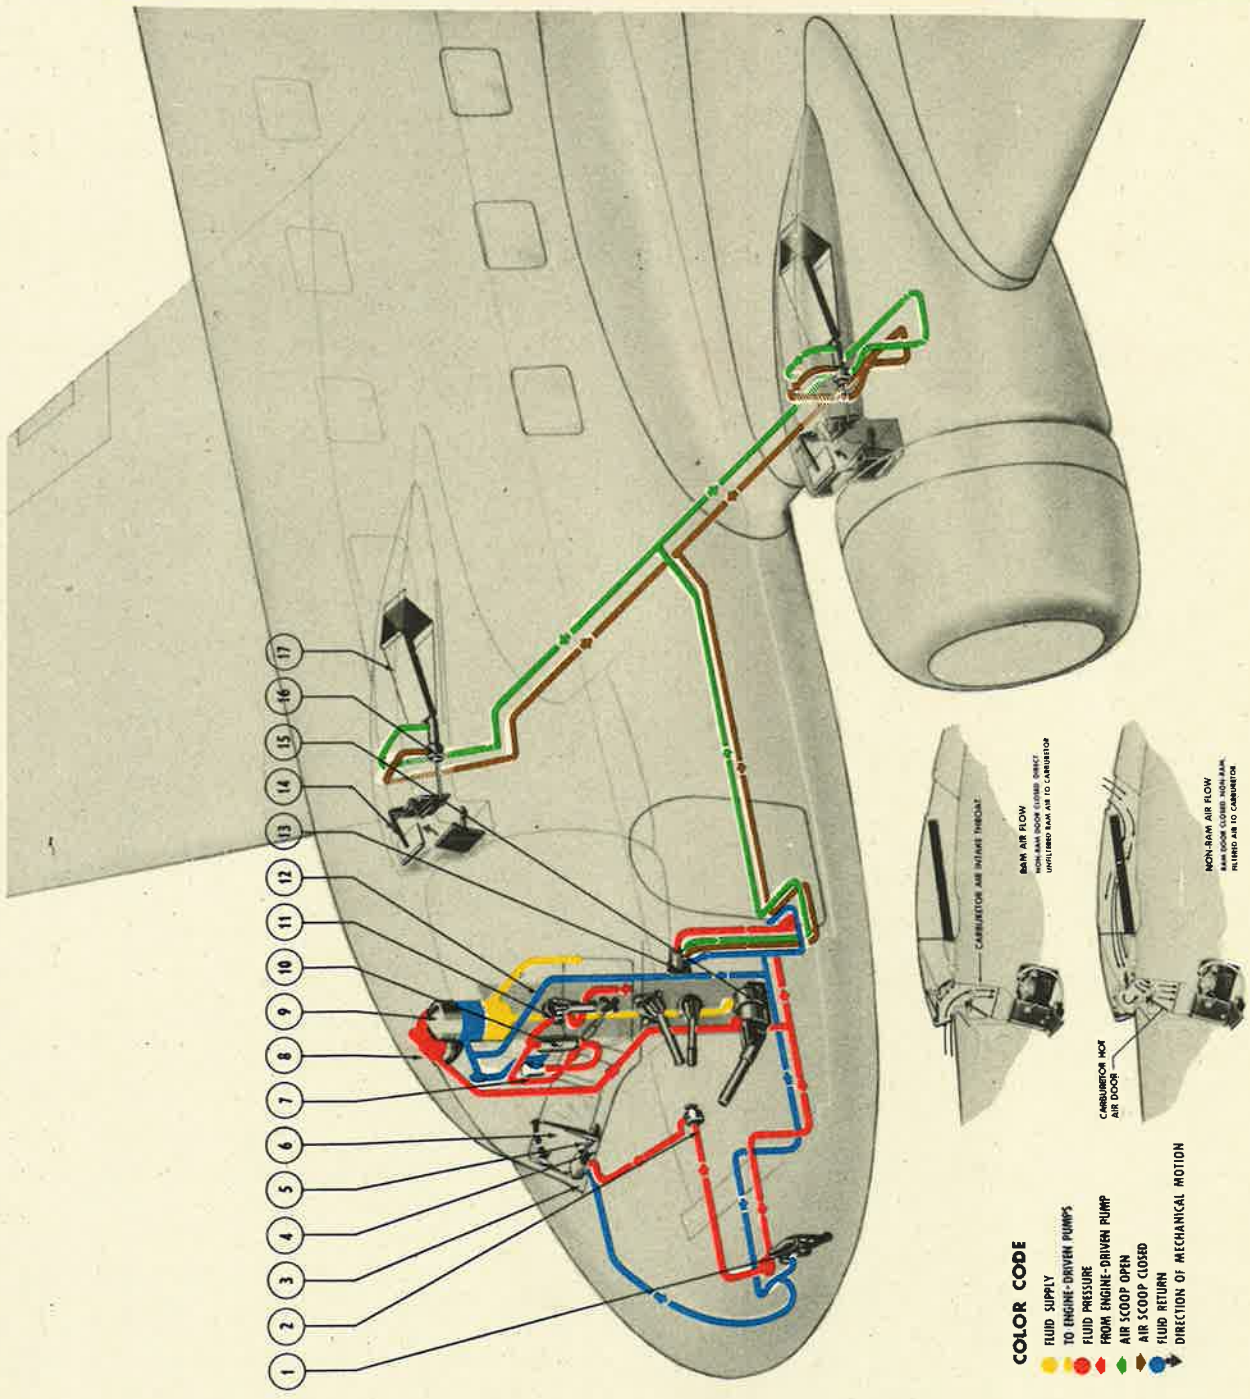
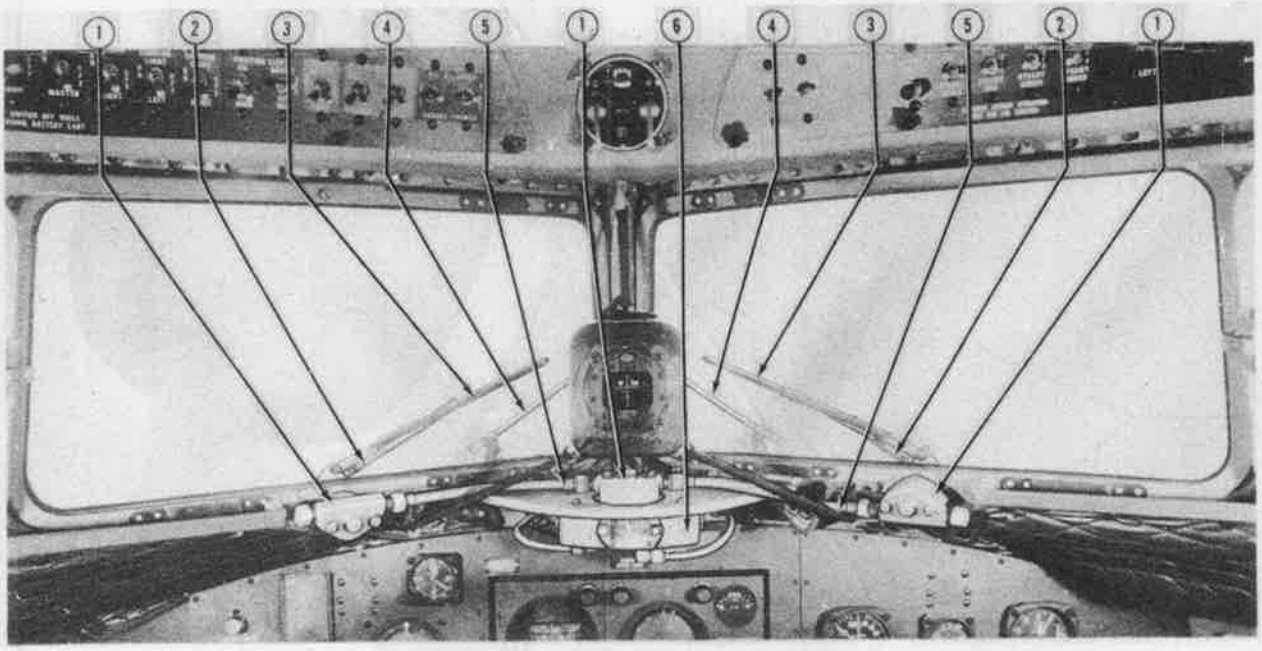

Figure 435—Nonram Carburetor Air Filter and Windshield-Wiper Hydraulic Systems
Figure 436—Windshield Wipers Installed—C-47A and Early C-47B Airplanes
KEY TO FIGURE 435
g. WINDSHIELD-WIPER HYDRAULIC SYSTEM. *(See figure 435.)*
(1) GENERAL.—Hydraulically actuated windshield wipers are provided on the pilots' windshields for use in rainy weather. When icing conditions exist the windshield wipers are operated in conjunction with the windshield anti-icing system. Hydraulic fluid pressure for the windshield wipers is obtained from a cross in the brake pressure line. The fluid flows, on early airplanes, through a tube to the windshield wiper control valve (figure 435) which is located on the left side of the pilots' main instrument panel and on later airplanes the fluid flows through a tube to two windshield wiper control valves which are located just above and in the center of the pilots' main instrument panel. These valves control the operating speed of the wiper blades. The hydraulic fluid flows from the control valves to the wiper motors (figure 436). The returning fluid from the windshield wiper motor flows to a cross in the brake return line and returns to the hydraulic
reservoir. NEVER OPERATE the windshield wipers on dry glass because of the friction which might cause unnecessary wear on the wiper blades and windshield glass. To start either wiper, slowly open its control valve until the desired speed of the wiper blade is obtained. If icing conditions exist, the wiper blades should be started immediately and alcohol applied by opening the windshield anti-icing control valve (figure 436) before a layer of ice has formed on the windshield. The condition of the windshield glass will be the best guide for the frequency of alcohol application. Stop the windshield wiper with the blades pointing in their most forward position.
KEY TO FIGURE 436 AND 436A
(See figures 435 and 435A.)